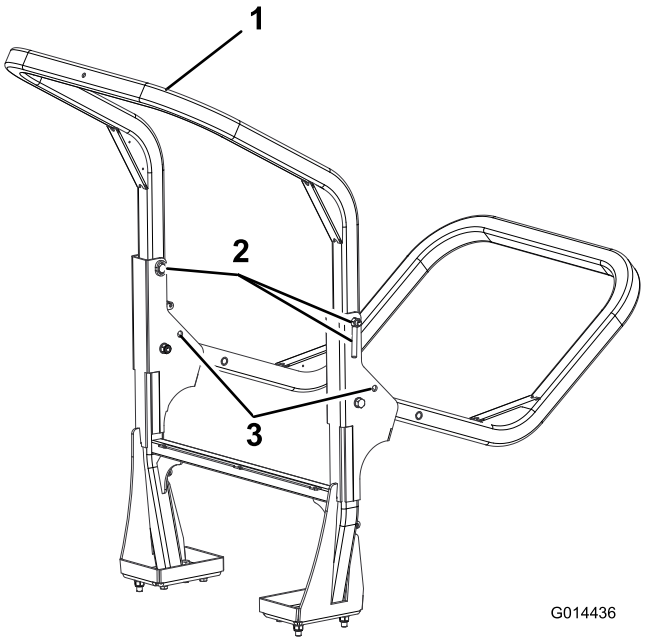

Figuur 43
2. Ondersteun het gewicht van het bovengeraamte terwijl u de handmoeren, ringen en bevestigingsbouten uit de scharnierhouders verwijdert (Figuur 43